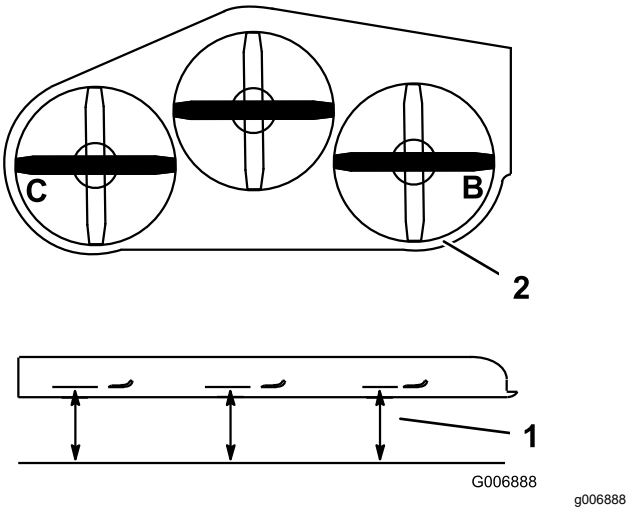

Figur 103
1. Ställ in den **högra** knivens lutning i sidled (Figur 103).
2. Mät den högra kniven vid punkt **B**, från en plan yta till knivens egg (Figur 103).
4. Ställ in den vänstra knivens lutning i sidled (Figur 103).
5. Mät vänster kniv vid punkt **C** (Figur 103), från en plan yta till knivens egg.